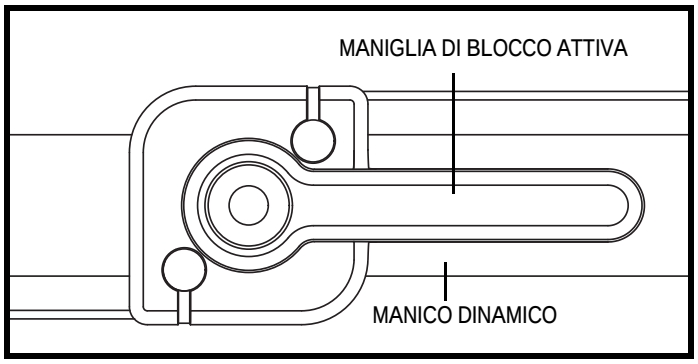

Figura 14. Manico DINAMICO del Kids FAST (OFF)
2. Assicurarsi che la maniglia di blocco attiva, situata sulla parte anteriore del manico DINAMICO, sia in posizione OFF (parallela al manico DINAMICO) **Vedere la figura 14.**
4. Esercitare pressione in avanti sul manico regolabile a pressione e spostare la maniglia di blocco attiva sulla posizione OFF (parallela al manico DINAMICO). **Vedere la figura 14.**